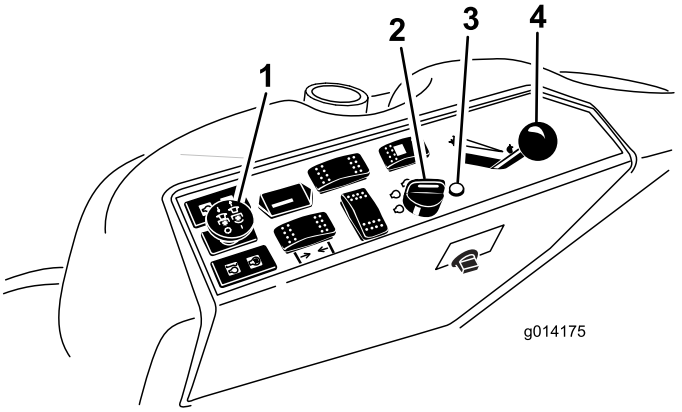

Figuur 11
4. Schakel de aftakas uit (Figuur 11).
5. Zet de gashendel halverwege tussen Langzaam en Snel (Figuur 11).